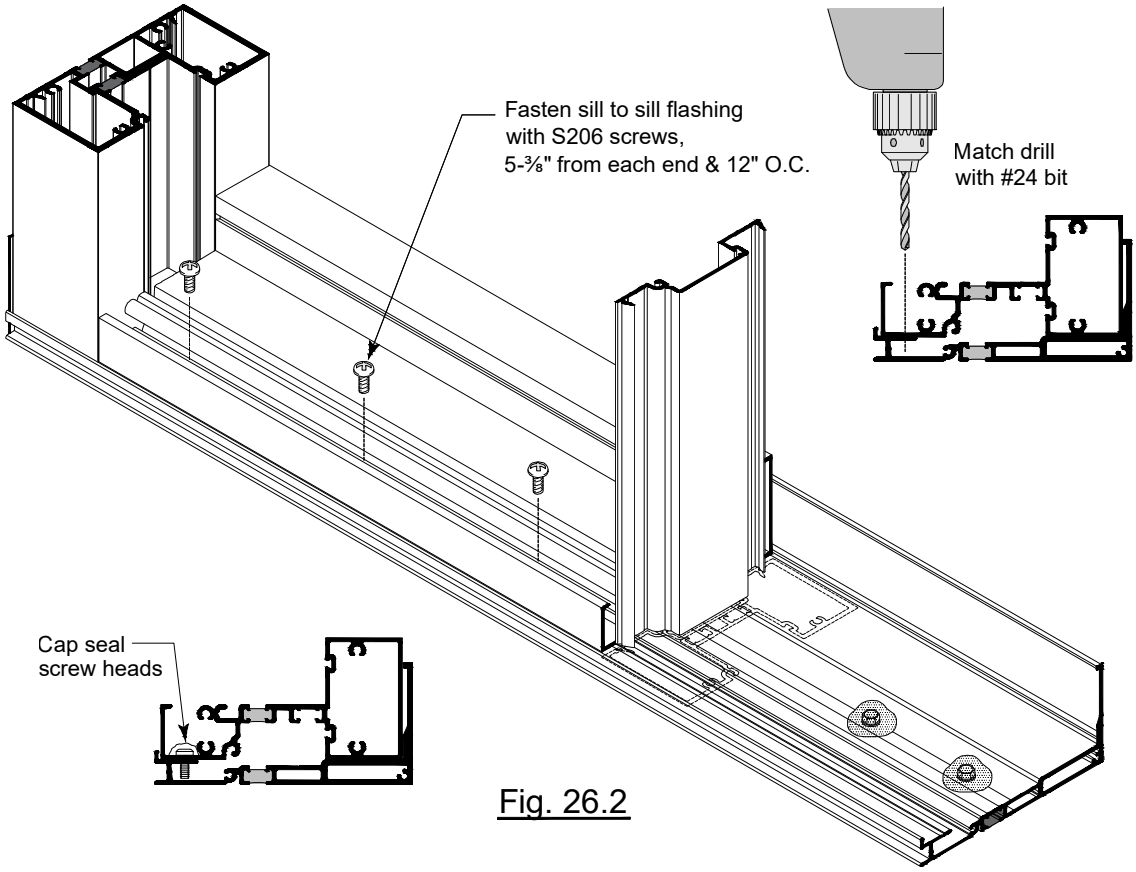

Fig. 26.2
F. Match drill into sill flashing at holes in sill member with drill #24 (.152 dia) pilot hole for #10 screw. Anchor sill to sill flashing with S-206 #10-24 x 1/2” PH screw. Cap seal heads. SEE Fig. 26.2.